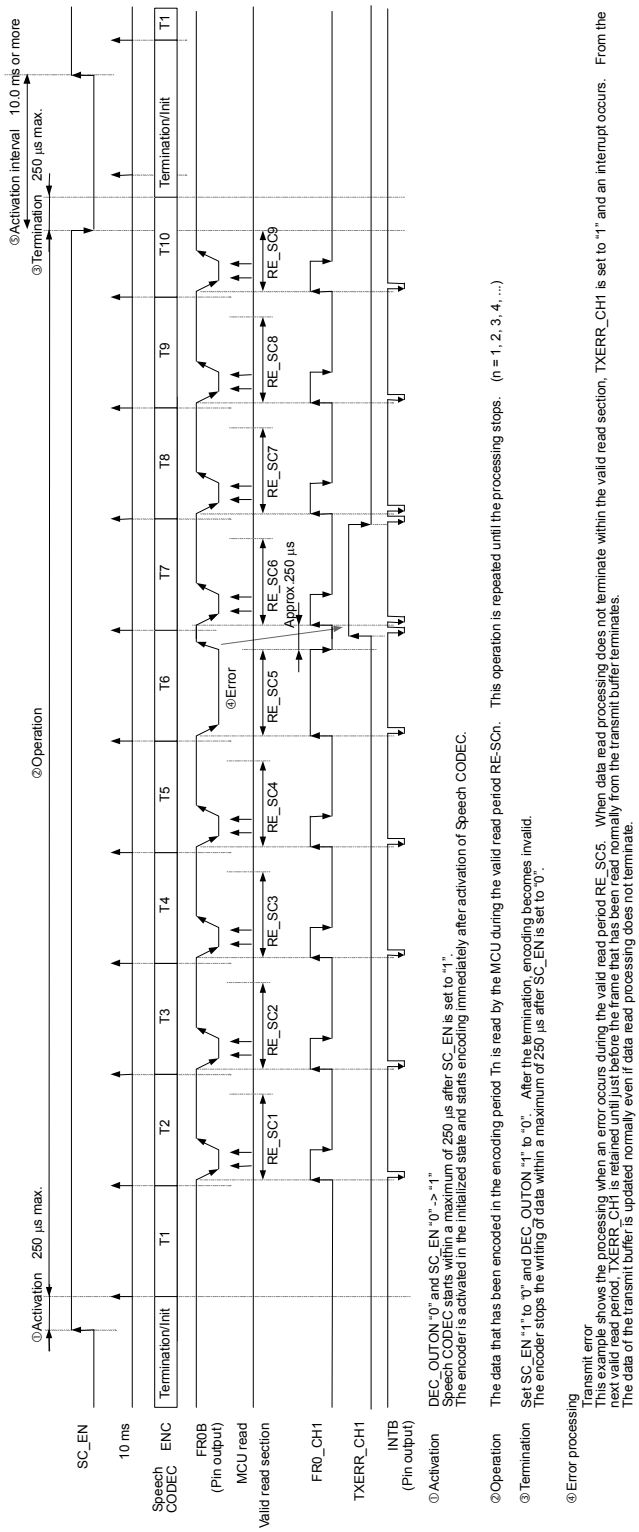

Figure 16 G.711 (μ-law and A-law) Transmit Buffer Control Method at Single-Channel Operation (10 ms/frame mode)
③ G.711 operation (after switching)
Operates according to the contents that are described in ② Operation and ④ Error processing in Figure 16 G.711 (μ-law and A-law) transmit buffer control method (10 ms/frame mode) at single-channel operation.
① G.711 operation (before switching)
Operates according to the contents described in ② Operation and ④ Error processing in Figure 16 G.711 (μ-law and A-law) transmit buffer control method at single-channel operation (10 ms/frame mode).
② Switching processing